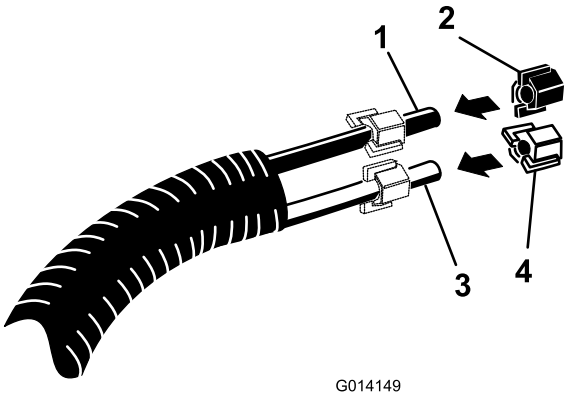

Figur 12
1. Montera en slangklämma av plast på de skumslangar som visas. Använd en blå klämma för den blå slangen (vätska) och en vit klämma för den genomskinliga slangen (luft) (Figur 12).